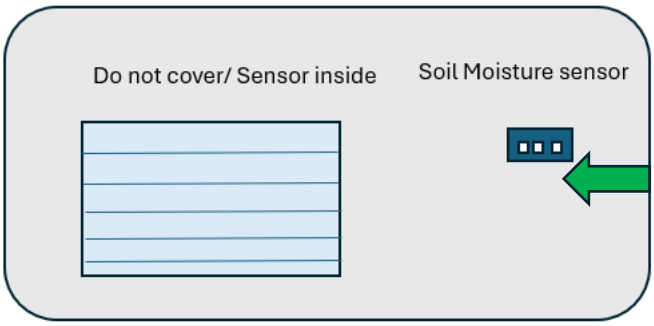

Figure5. Connecting soil moisture sensor cable
- Connect sensor cable to device (Figure 5)